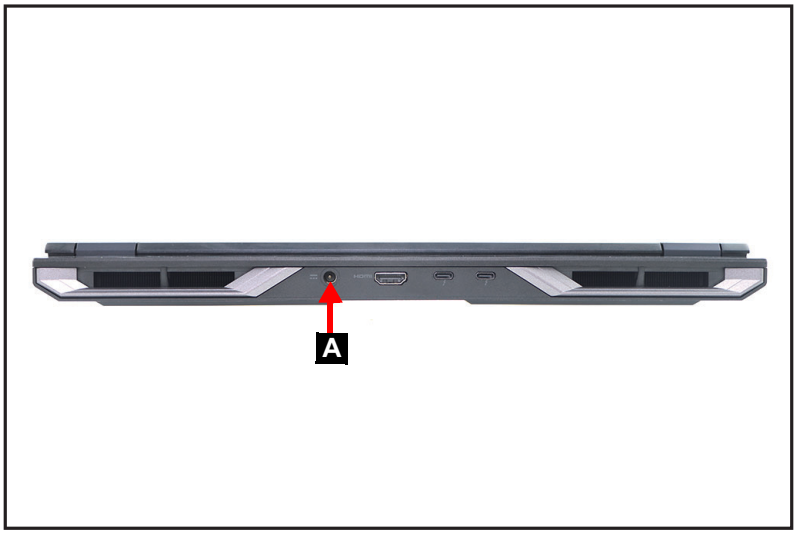

Figure 1-1. AC Adapter Outlet
2. Remove the power adapter from the DC-in jack (A) as shown in Figure 1-1.